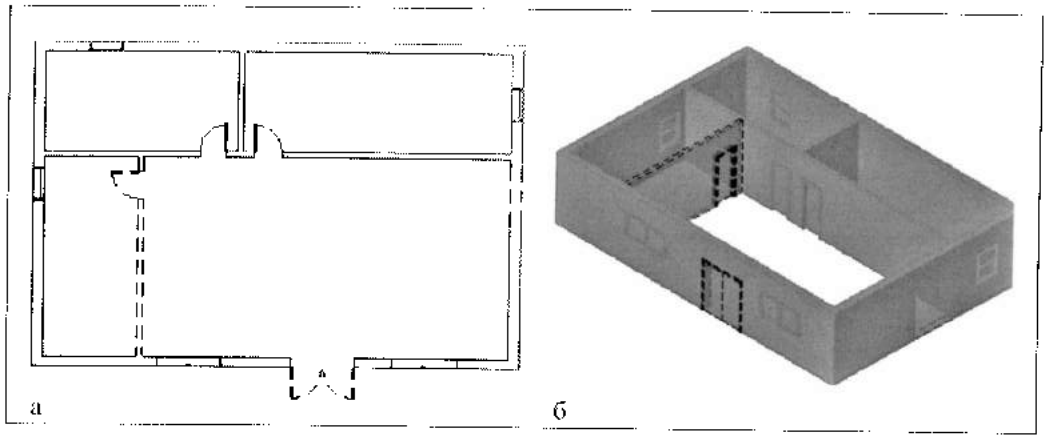

Рис. 29.10. *Снос элементов*
b. На ленте **Modify** в разделе **Phasing** выбрать команду **Demolish** (Снести). Курсор принимает форму молотка. Щелкнуть по наружной двери и по нижней перегородке. Их линии становятся пунктирными (рис. 29.10,а). При этом дверь на указанной перегородке отображается как снесенная даже без специального ее сноса. Это происходит потому, что двери являются элементами с основой в виде стен. При удалении основы удаляются все элементы, размещенные на этой основе.
c. В Навигаторе проекта установить вид {3D} и выбрать в свойствах этого вида для параметра **Phase** значение *New Construction*. Снесенные элементы выделяются красным цветом (рис. 29.10,б).